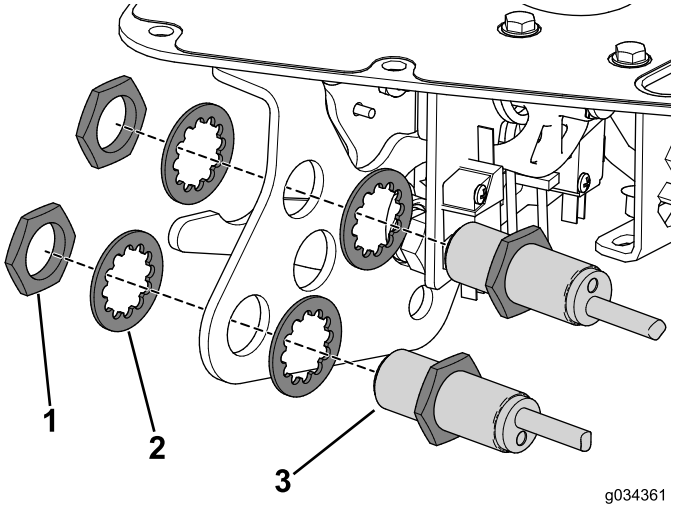

Рисунок 23
3. Прикрепите бесконтактные датчики к кронштейну рычага управления навесными орудиями с помощью гаек и стопорных шайб, снятых ранее (Рисунок 23).